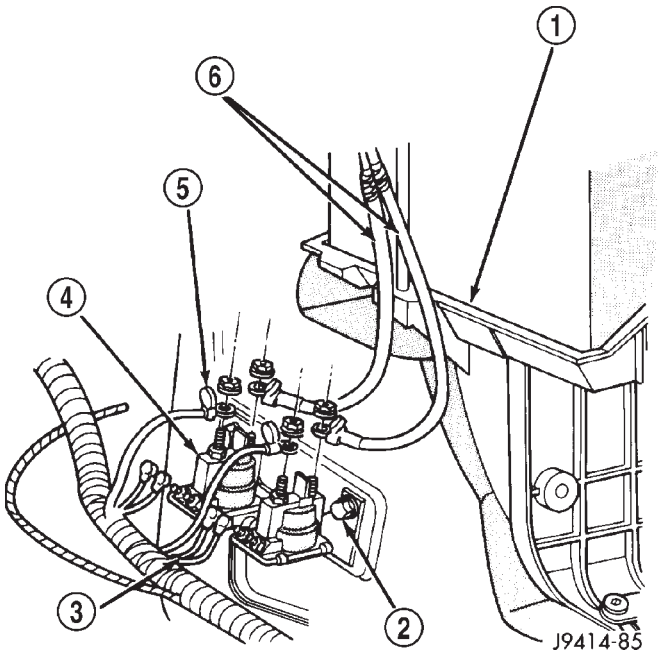

Fig. 30 Intake Manifold Air Heater Relays
The relays are located in engine compartment, bolted to left inner fender below left battery (Fig. 30).
(1) Disconnect both negative battery cables at both batteries.
(2) Disconnect four relay trigger wires at both relays (Fig. 30). Note position of wiring before removing.
(3) Lift four rubber shields from all 4 cables (Fig. 30).
(4) Remove four nuts at cable connectors (Fig. 30). Note position of wiring before removing.
(5) Remove three relay mounting bracket bolts (Fig. 30) and remove relay assembly.